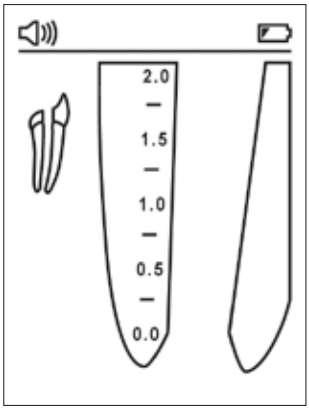

Imagen 2
6.3.2. Cuando las pilas estén agotadas, en la esquina superior derecha de la pantalla aparecerá un indicador intermitente de batería baja (imagen 2). El CanalPro Apex Locator Compact seguirá funcionando con normalidad aunque tenga poca batería, pero las pilas deben cambiarse antes de agotarse por completo.